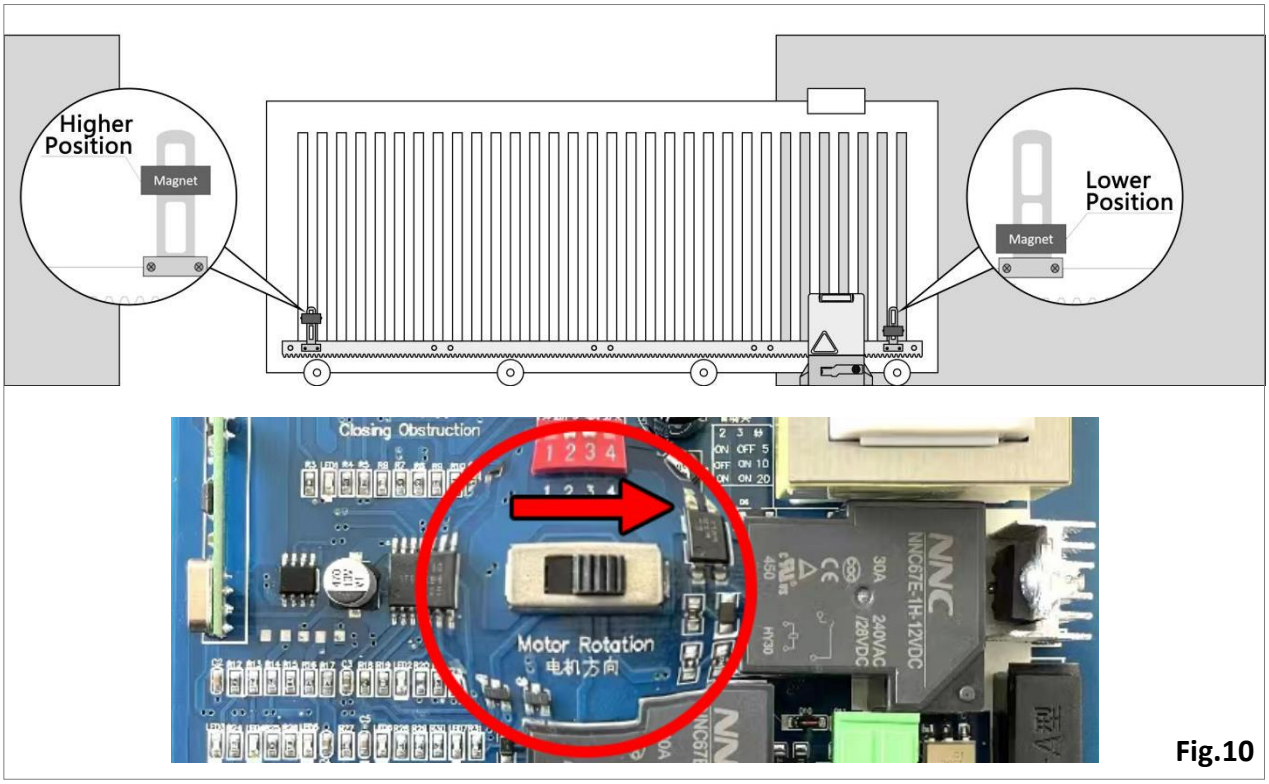

Fig.10
- Si el motor está instalado en el lado DERECHO para abrir la puerta (visto desde el interior de la puerta), coloque el imán izquierdo más alto y el imán derecho más bajo. **Asegúrese de configurar la "Rotación del motor" en la PCB hacia la DERECHA.** (Fig.10)